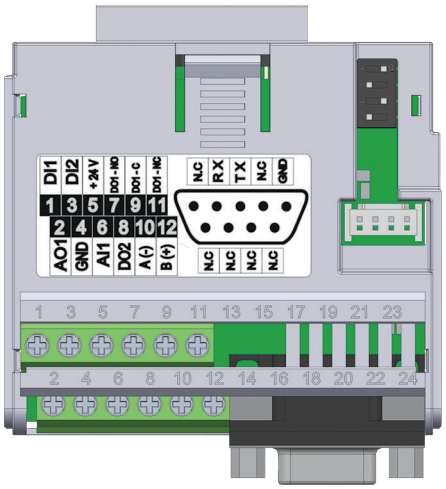

Figura 20.2: *Módulo Plug-in CFW500-CRS232*
O módulo plug-in CFW500-CRS232 tem a interface Serial (1) através da porta RS-485 nos bornes 10 (A-) e 12 (B+), bem como a interface Serial (2) através da porta RS-232 no conector padrão DB9, veja Figura 20.2 na página 20-1.